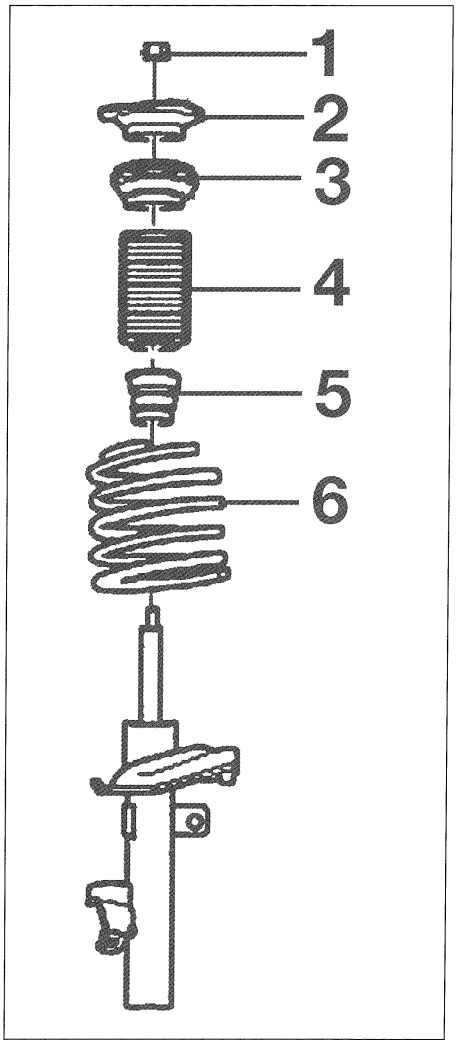

FIG. 5
- la tuerca de varilla de amortiguador (1) (fig. 5) sujetandola varilla con una llave Allen.